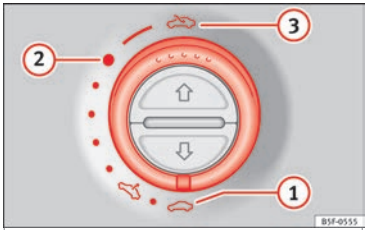

Fig. 13 On the interior roof lining: use the rotary button for opening and closing
- Opening: Turn the switch to position ››› **Fig. 13** (3).
- Convenience position: Turn the switch to position ››› **Fig. 13** (2).
- Closing: Turn the switch to position ››› **Fig. 13** (1).